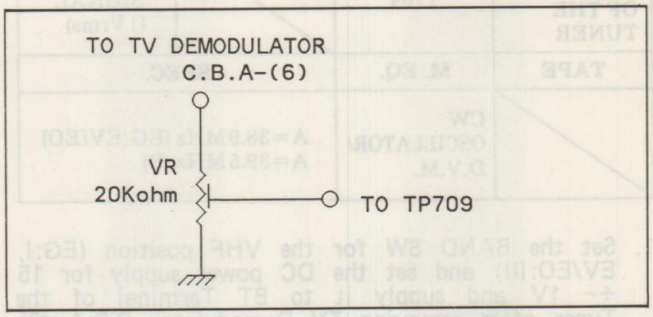

Fig. E19
8. Connect the Adjustment Jig as shown in Fig. E19, then adjust VR of Adjustment Jig so that the output sweep waveform level becomes 0.3Vp−p on the monitor scope.
4. Connect the Jig to both points TP709 and TV Demodulator C.B.A−(6). (Refer to Fig. E19) Adjust the VR of the Jig so that the DC level becomes less than 3V.
7. Adjust T711 so that the attenuation of (A) trap becomes minimum.